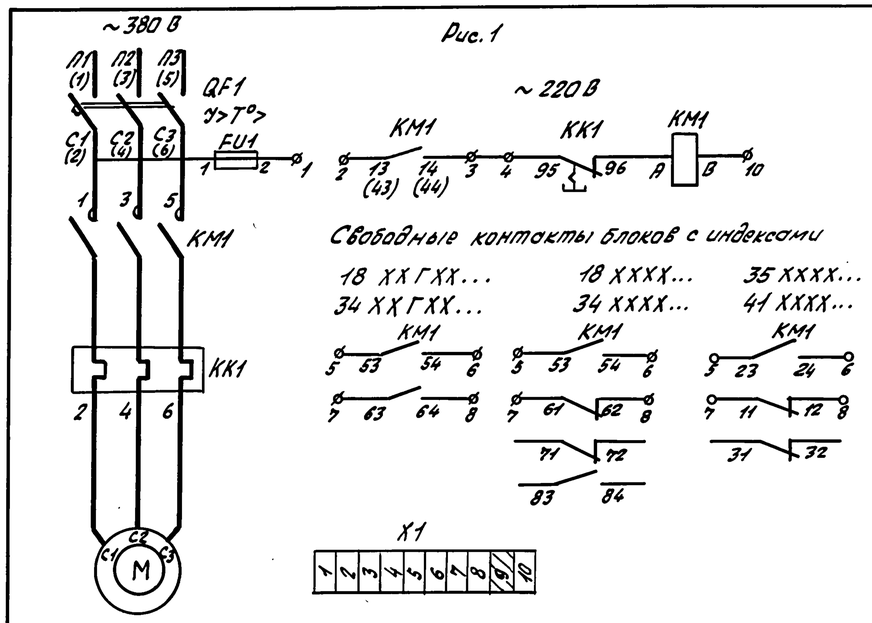

Рис. 1
1. Предохранитель FU1 по рис. 1 на блоках с индексами 1874 УХЛ4 ÷ 3074 УХЛ4 не устанавливается.
2. Маркировка в скобках для пускателя КМ по рис. 1 выполняется для блоков с индексами 3574 УХЛ4 ÷ 4174 УХЛ4.
3. Маркировка в скобках для автомата QF1 по рис. 1 выполняется для блоков с индексом 4174 УХЛ4 ÷ 4874 УХЛ4.